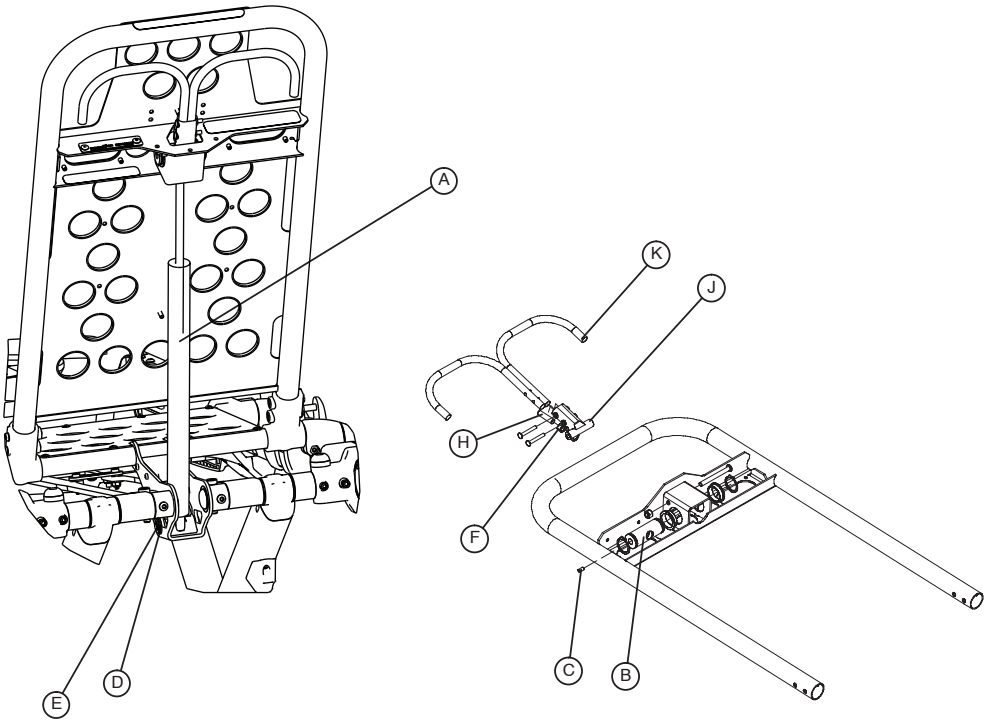

Figure 54 - Cylindre pneumatique et croisillon du dispositif Fowler
Remarque : Avant de poursuivre le réglage du dossier (consulter la Figure 54), veiller à ce que le cylindre (A) soit complètement enfilé dans la fourche (B) afin qu'aucun filet n'apparaisse sur l'axe du cylindre. Si des filets apparaissent, utiliser une clé hexagonale de 3/32 po pour retirer la vis de réglage (C) du centre de la fourche et retirer la pince courbée et la goupille (D et E) qui retiennent le fond du cylindre pneumatique. Enfiler l'axe du cylindre (A) complètement sur la fourche (B). Replacer la pince courbée et la goupille (D et E) de même que la vis de réglage (C) en utilisant la graisse Loctite.